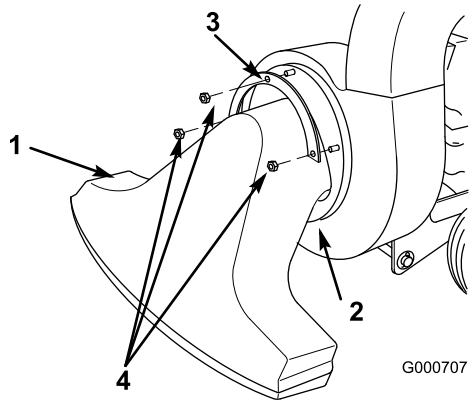

Figur 10
1. Monter den nederste kant af snudens flange på monteringsbeslaget (Figur 10).
2. Placer holderens flange over de tre boltender, der stikker ud gennem snuden (Figur 10).
3. Fastgør snuden og flangen på blæsemaskinen med tre skiver og låsemøtrikker (Figur 10).